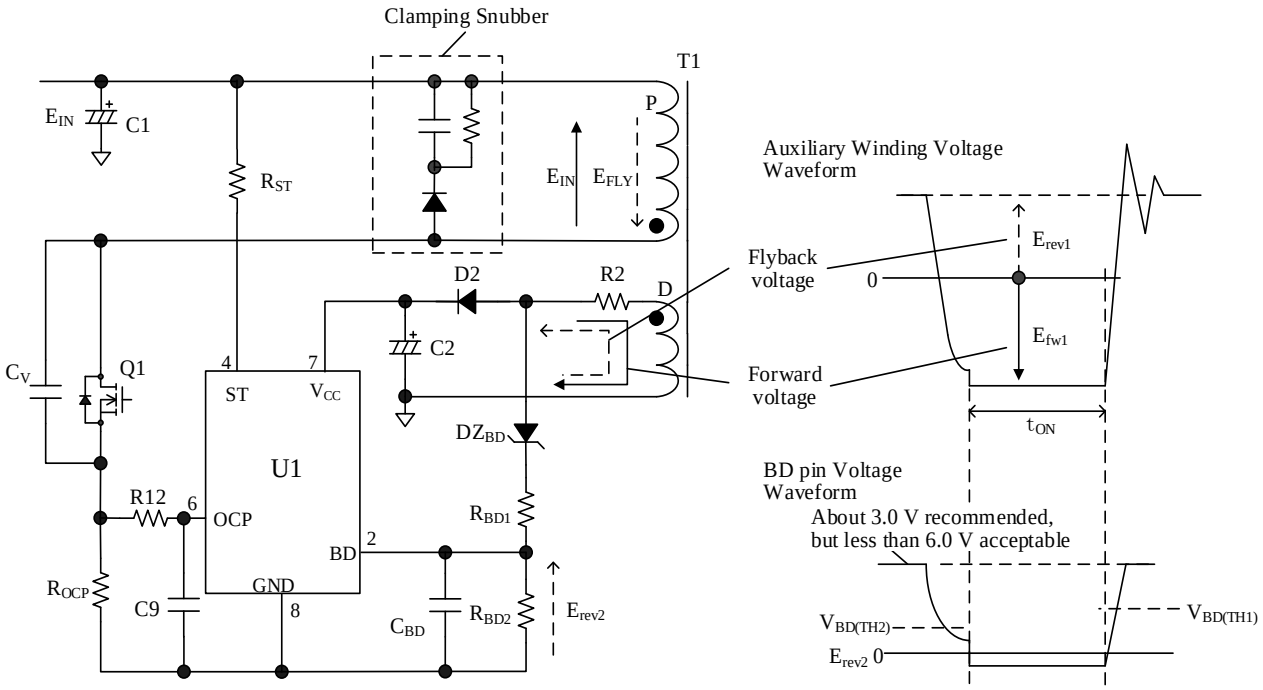

Figure 8-13. BD Pin Peripheral Circuit (Left) and Auxiliary Winding Voltage (Right)
Figure 8-13 shows the voltage waveform of the BD pin peripheral circuit and auxiliary winding, D.
The components DZ_{BD}, R_{BD1}, R_{BD2}, and C_{BD}, are connected to the BD pin peripheral circuit as shown in Figure 8-13, with values that are determined with the above-mentioned steps 1) and 2).
- The clamping snubber circuit (see Figure 8-13) must be adjusted properly.